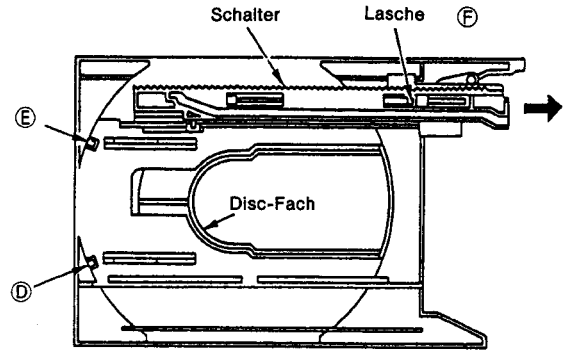

Abb. 4
(3) **Austausch des Disc-Halters (Abb. 4)**
Entfernen Sie die Disc-Lade und entfernen dann die Laschen Ⓓ und Ⓔ des Disc-Fachs in Abb. 4. Nehmen Sie das Disc-Fach anschließend nach oben heraus.
(4) **Austausch der Schalter (Abb. 4)**
Stellen Sie die Schalter wie in Abb. 4 dargestellt ein und heben die Schalter-Lasche mit einem flachen Schraubenzieher ca. 1 mm an. Ziehen Sie dann den Schalter in Pfeilrichtung heraus.